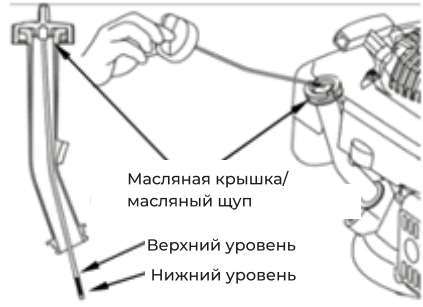

Рис. 40
• Проверьте уровень масла в двигателе при остановленном двигателе и на ровной поверхности (рис. 40).